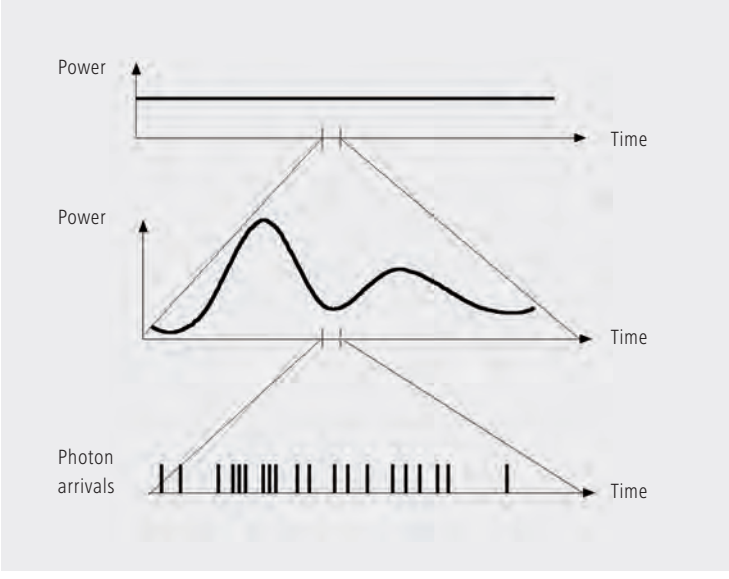

Fig. 16 The quantum nature of light can be made visible in two ways:
If the number of photons detected (N) is below 1000, fluorescence emission should be treated as a stochastic rather than a continuous process; it is necessary, via the shot noise, to take the quantum nature of light into account (the light flux is regarded as a photon flux, with a photon having the energy $E = h \cdot \nu$). Resolution becomes contingent on random events (the random incidence of photons on the detector), and the gain in resolution obtainable by pinhole constriction is determined by the given noise level. Figure 16 will help to understand the quantum nature of light.